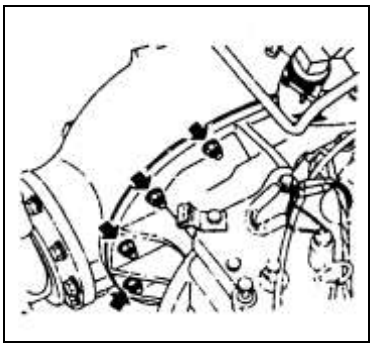

Fig.3-3
10) Remove nuts securing axle case to differential gear carrier.(see fig.3-3).